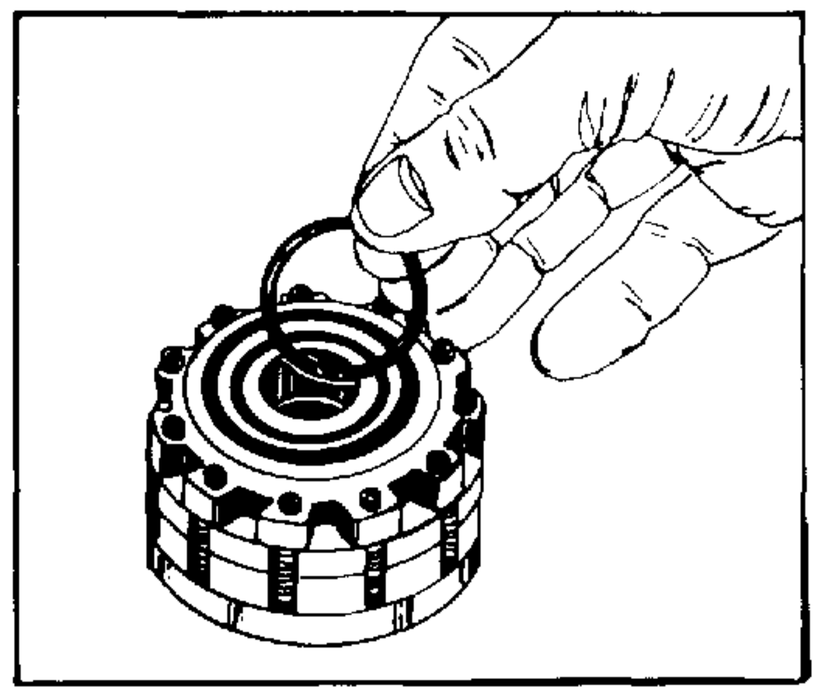

FIGURE 22.
26. Remove and discard the commutator seal (19) from the commutator cover (20). See figure 22.